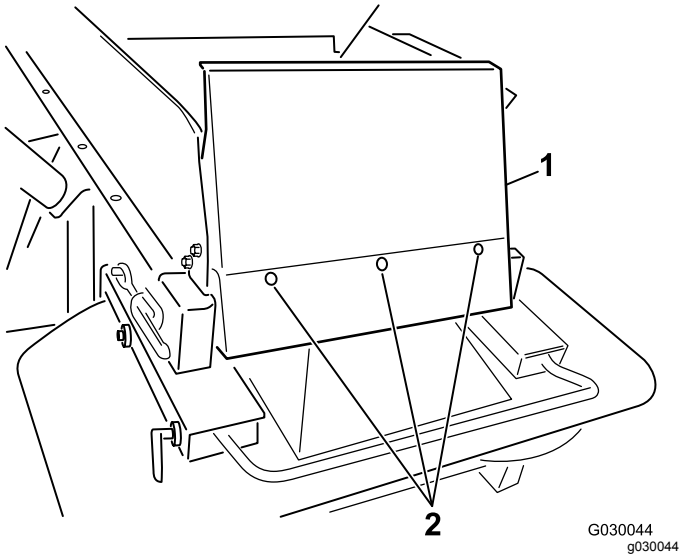

Figur 7
6. Montera trågskyddet med de medföljande skruvarna (1/4 × 5/8 tum) med runt huvud och nylonlåsmuttrarna (Figur 7).